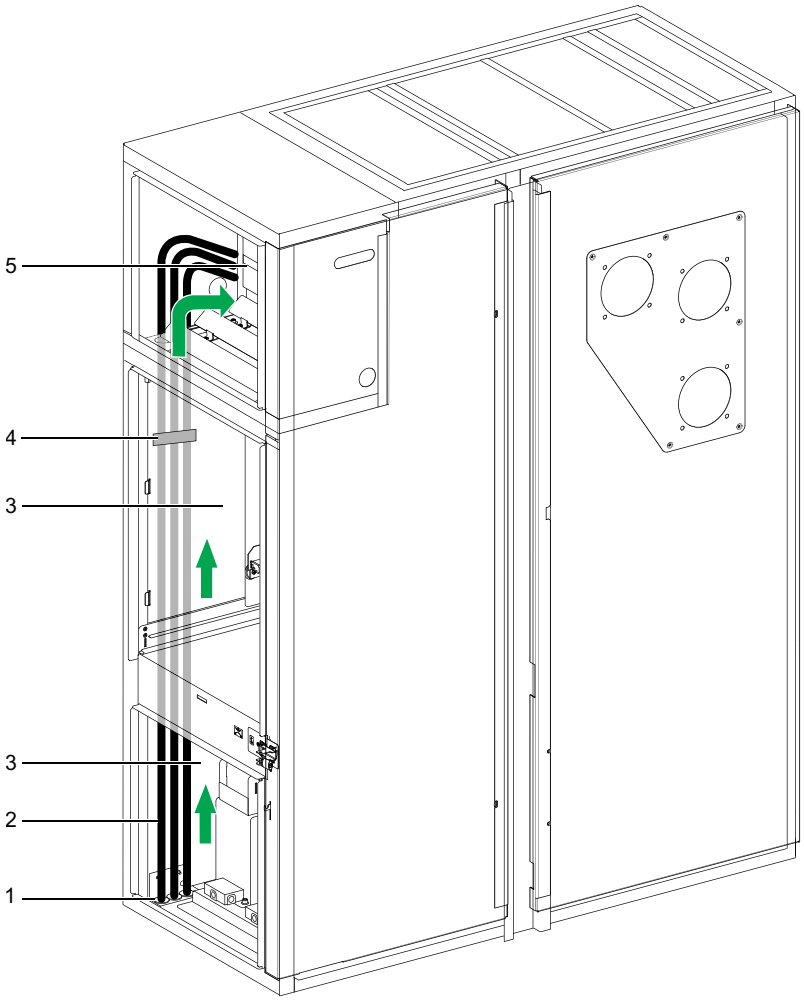

Figure 75
1. Remove the metal cable duct covers (1) on the left inside of the cubicle (Figure 75).
2. Route external cables (2) from the cable basement through the gland plate neck ring (3) in the cubicle floor and route them in the cable duct to the LV compartment.
3. Fasten the external cables (2) to the cubicle using cable clamps (4).